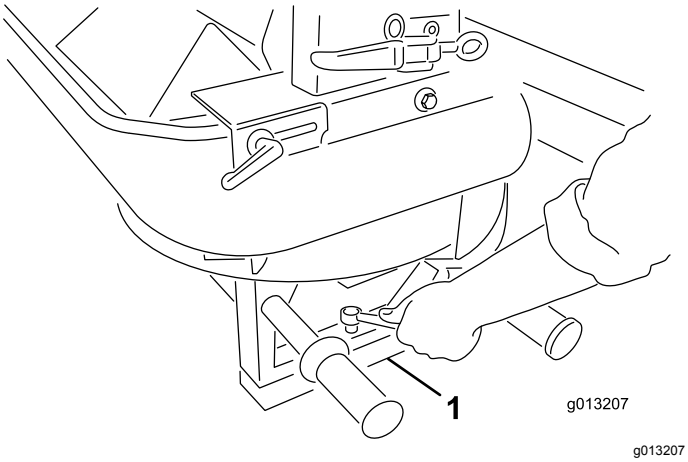

Figur 6
5. Fjern de fire skruer fra den dobbelte spinders ben. Løft den dobbelte spinder og fjern emballagestudserne og emballageskummet (Figur 6).